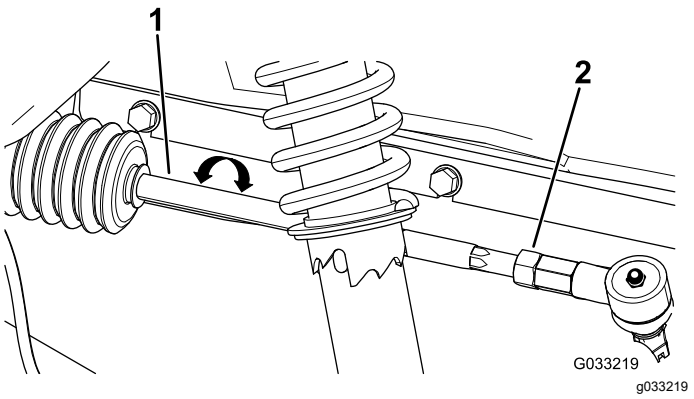

Figur 49
3. Om måttet inte hamnar inom 0–6 mm ska du lossa kontramuttrarna i den yttre änden av dragstängerna (Figur 49).